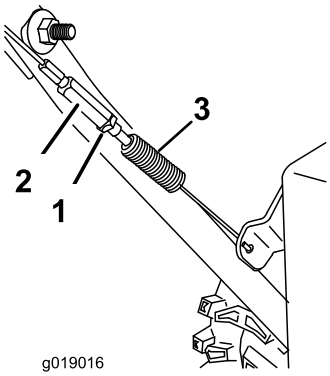

Figur 31
1. Lossa kontramuttern (Figur 31).
2. Lossa eller dra åt spännmuttern för att justera tappen tills den befinner sig på korrekt avstånd från skårans framkant (Figur 31).
3. Dra åt kontramuttern (Figur 31).